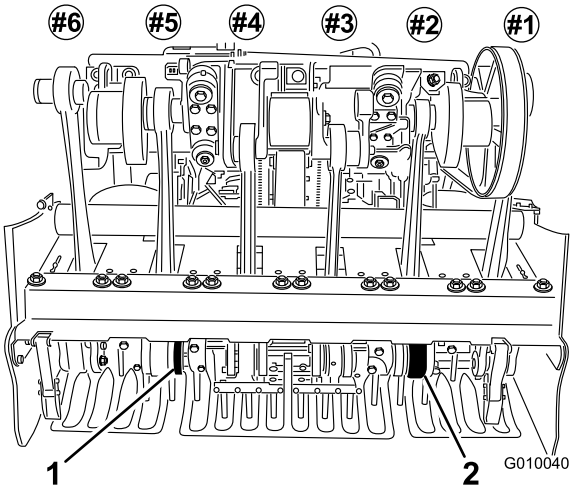

Figur 26
5. Installer pipene på pipeholderne nr. 2 og nr. 5 (Figur 26). Stram til boltene.